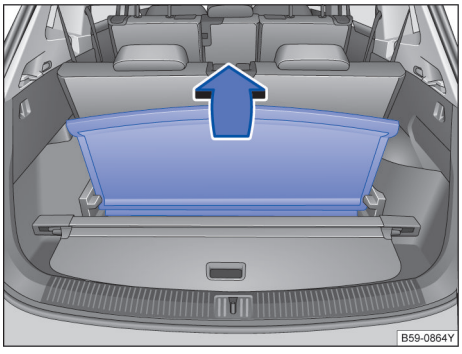

图 199 行李厢内：向上翻起行李厢地板
– 抓住行李厢地板内的凹槽→ 图 199，将行李厢地板向上翻。